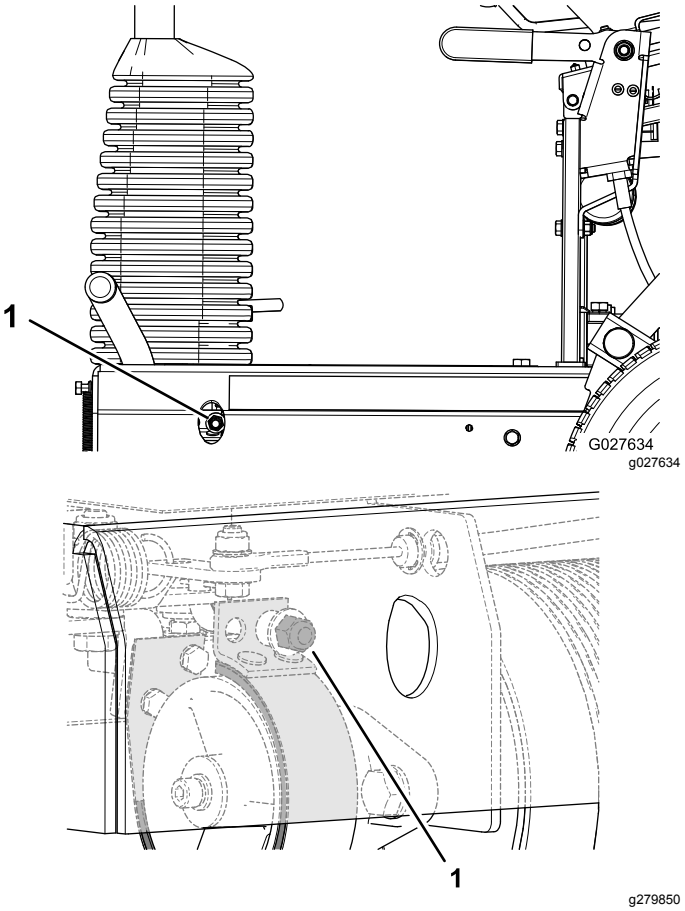

Figur 34
- Stram bremselåsemutteren med klokken for å øke bremsekraften Figur 34.
- Løsne bremselåsemutteren mot klokken for å redusere bremsekraften Figur 34.